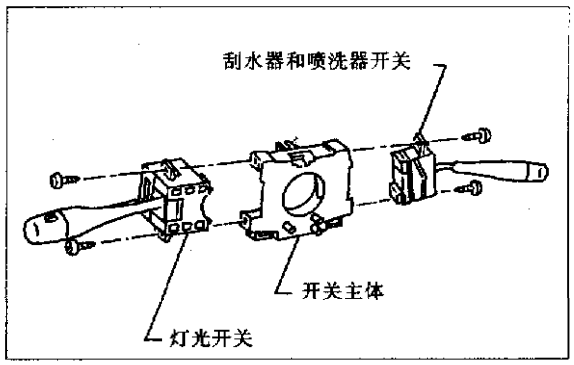

图 12－4－2
(2) 如图 12－4－2 所示，左右开关均能从开关主体上拆下。